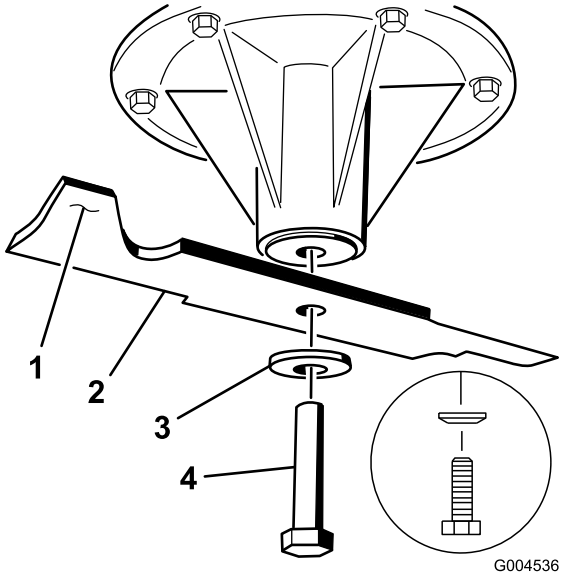

**Figuur 83**
1. Monteer het mes op de as (Figuur 83).
2. Monteer de veerschijf en de mesbout. De conus van de veerschijf moet worden gemonteerd op de boutkop (Figuur 83). Draai de mesbout vast met een torsie van 115–149 Nm.